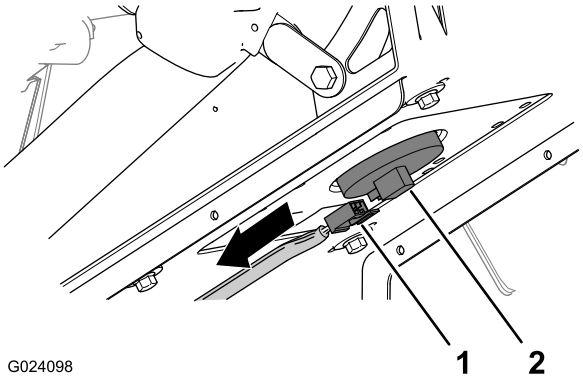

Rysunek 3
1. Odłącz złącze 2-stykowe gniazdowe wiązki przewodów maszyny podłączone do złącza czujnika fotela (Rysunek 3).